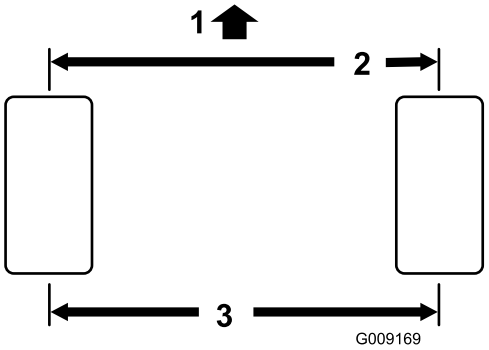

Figur 58
2. Mål afstanden fra midte til midte (i akselhøjden) på de styrende dæk, foran og bag akslen (Figur 58).